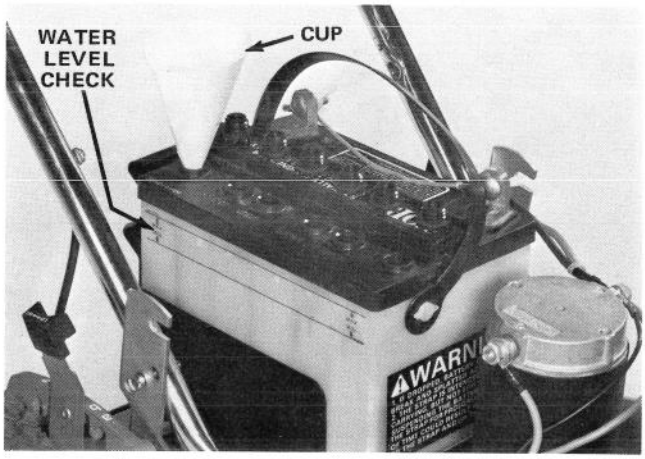

Figure 10
2. Remove all filler caps from top of battery and insert end of cup into filler opening near rear of battery (Fig. 10).
3. Using drinkable water, fill battery cell carefully until water level rises to "MAX" mark on side of battery case (Fig. 10). Fill remaining five battery cells in the same manner.